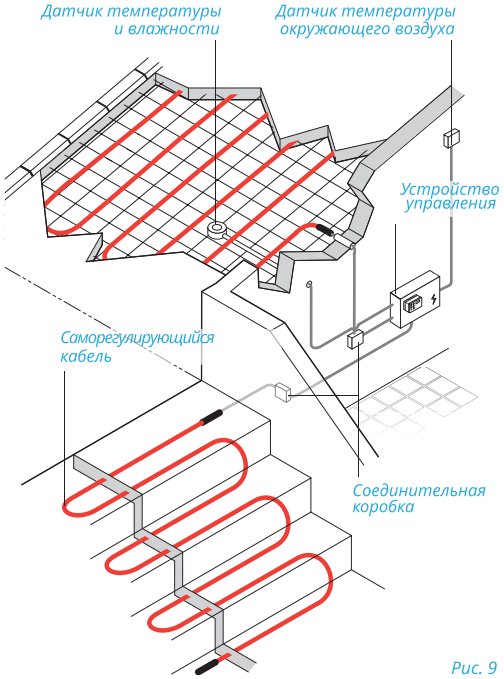

Рис. 9
1. Разложите на металлической сетке (арматуре) кабель «Где Мороза Нет!» параллельными рядами в виде «змейки» (Рис. 9). Монтаж начните ближе к электрическому источнику электропитания. Расстояние между витками должно быть около 10-15 см.